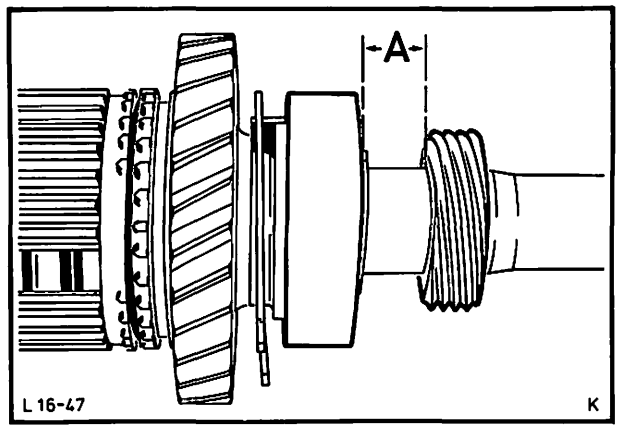

Abb. 60 Tachoschnecke aufpressen A = 18,5 mm
30. Tachoschnecke aufpressen, der Abstand zwischen Kugellager- und Tachoschneckeninnenkante muß 18,5 mm betragen. Abb. 60.